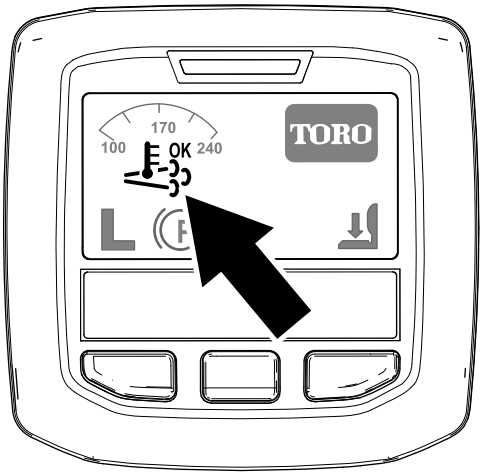

Figur 24
- Ikonet for hjelp-/tilbakestill-regenerering vises i InfoCenter (Figur 24).